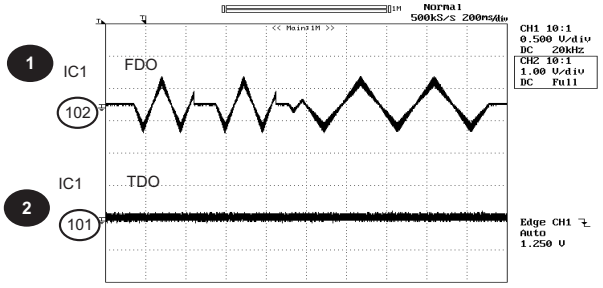

Figure 1
2. Does the focus (lens) move up and down? (Waveform drawing Figure 1)